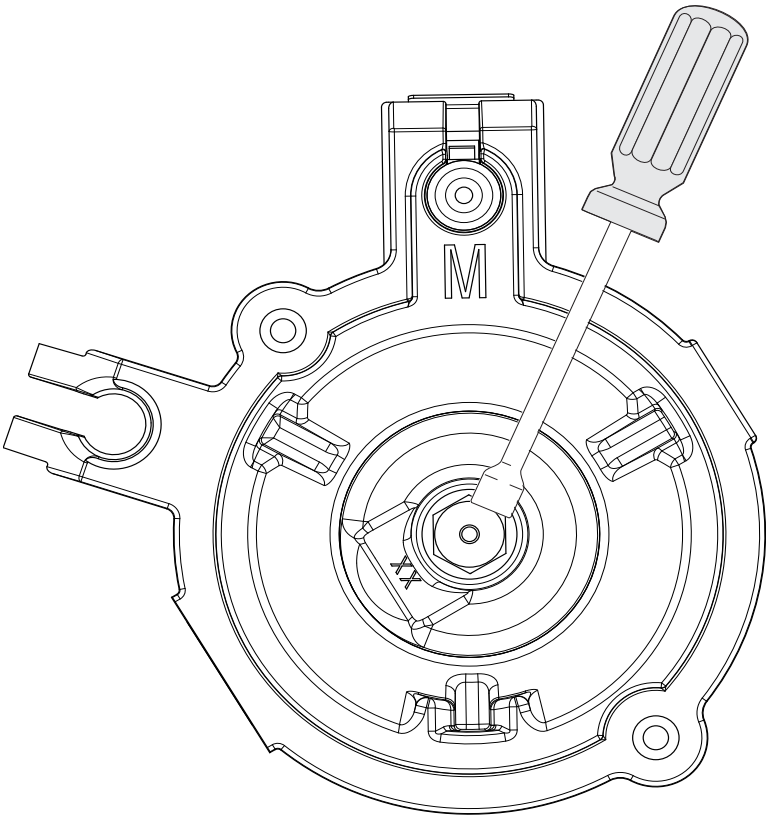

Figure 8
b. Remove the factory installed natural gas orifices from the center of the orifice holders using a 7 mm nut driver (see Figure 8). Save the natural gas orifices removed from the appliance for possible future conversion back to natural gas.